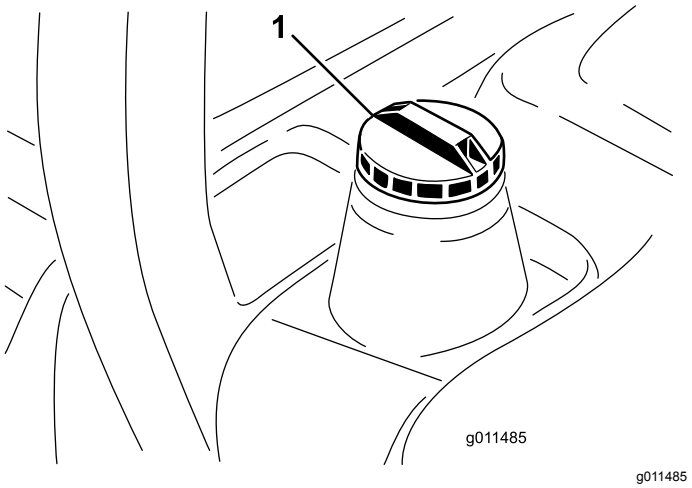

**Figur 20**
3. Ta bort locket från bränsletanken (Figur 20).